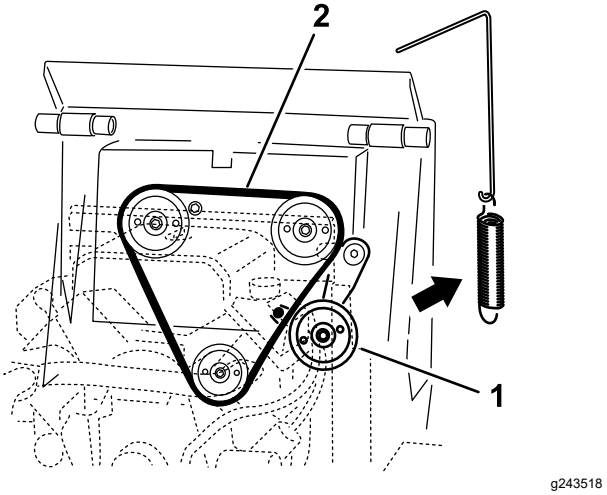

Figuur 53
5. Verwijder de spanpoelieveer van de spanpoelie (Figuur 53).
7. Plaats een nieuwe drijfriem rond de 3 poelies (Figuur 53).